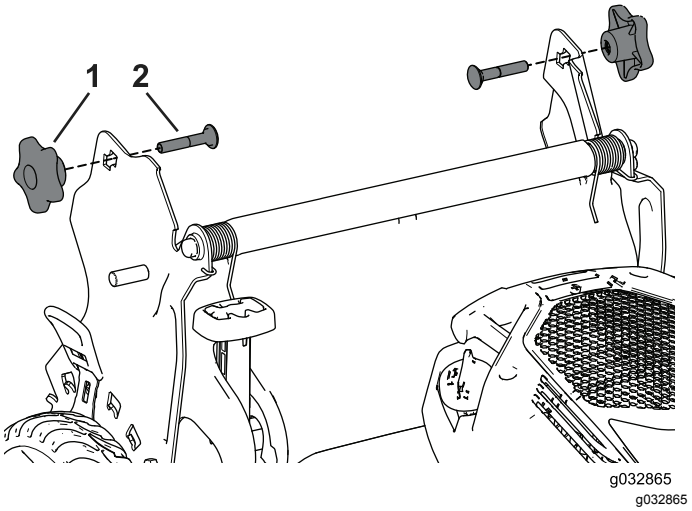

Figure 21
3. Insérez le boulon de carrosserie (la tête du boulon vers l'intérieur) dans le support du guidon et dans le trou supérieur à l'extrémité du guidon. Vérifiez que les bords carrée de chaque boulon de carrosserie s'engagent dans le trou carré supérieur ou inférieur du support de guidon correspondant (Figure 21).